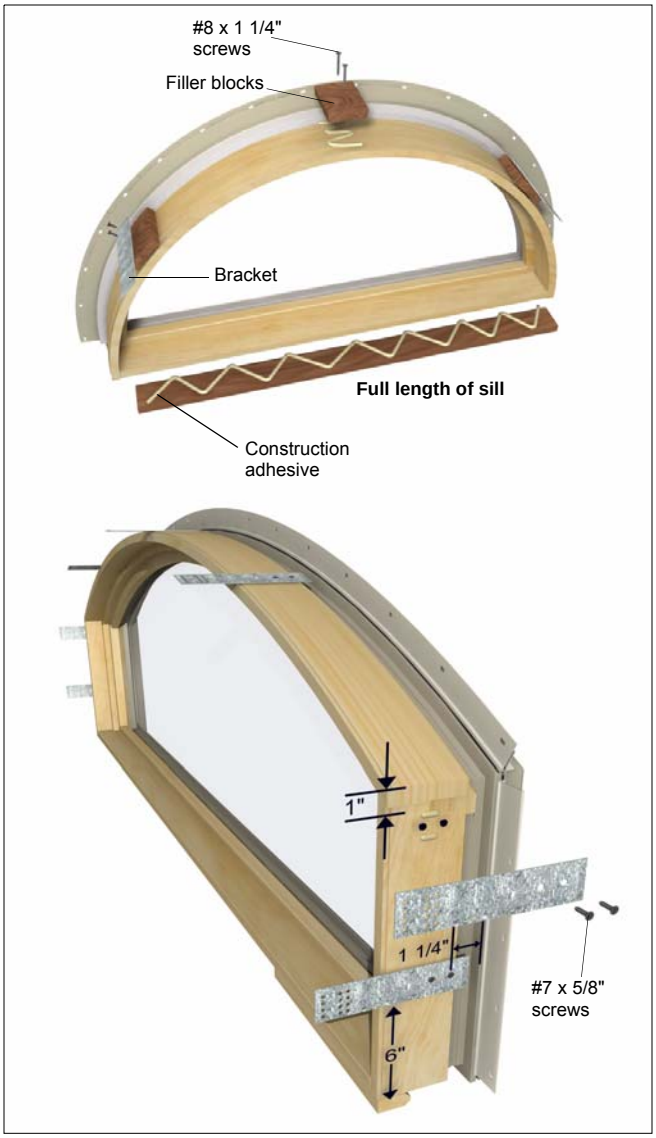

Figure 5 IRTM.
1. On IRTM CA units, attach 5/8″ x 3″ (16 x 76) filler blocks to the frame prior to attachment of structural brackets. Attach blocks by first placing a 5/16″ (8) bead of adhesive as shown. Fasten the blocks to the frame using #8 x 1 1/4″ screws. See figure 5.
2. On all IRTM units, attach structural brackets to the frame/filler boards with two #7 x 5/8″ screws provided with the bracket. See figure 5.